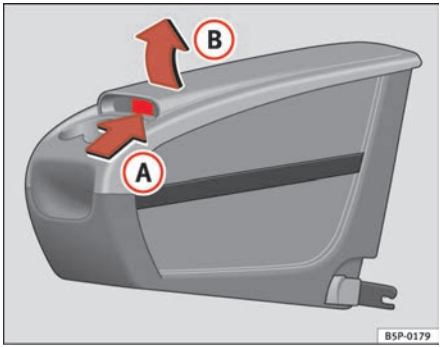

Fig. 114 Mobile stowage compartment Opening
– Lift the cover (B), in area (A) ⇒ page 141, fig. 114.